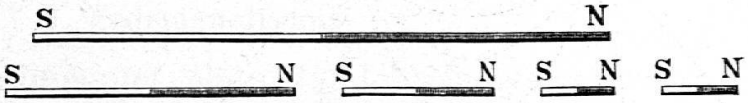

Fig. 15.
9. Molekulare Theorie der Magnetisierung. Legt die magnetisierte Stricknadel auf den Tisch und überstreut sie mit Eisenfeilspänen. Wie verhält sich die Mitte der Nadel? (Sie ist unmagnetisch.) Zerbrecht die Nadel in der Mitte und legt die Stücke in der ursprünglichen Lage auf den Tisch. Untersucht die Bruchstellen auf ihren Magnetismus. (An der Indifferenzstelle sind entgegengesetzte Pole entstanden.) Zerbrecht eine der Hälften wieder und stellt wieder die Art der Pole fest. Stellt eine Skizze der zerbrochenen Nadel mit Angabe der Pole her. Siehe Fig. 15.